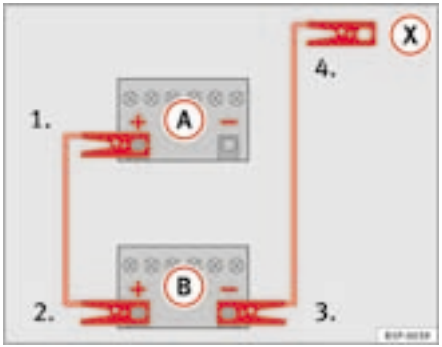

Fig. 177 How to connect the jump leads
In ⇒ fig. 177, the flat battery is (A) and the charged battery (B).
1. Connect one end of the red jump lead to the positive ⇒ fig. 177 (+) terminal of the vehicle with the flat battery ⇒ ⚠.
4. Connect the other end of the black jump lead (X) to a solid metal component which is bolted on to the engine block, or onto the engine block itself of the vehicle with the flat battery. Do not connect it to a point near the battery ⇒ ⚠.